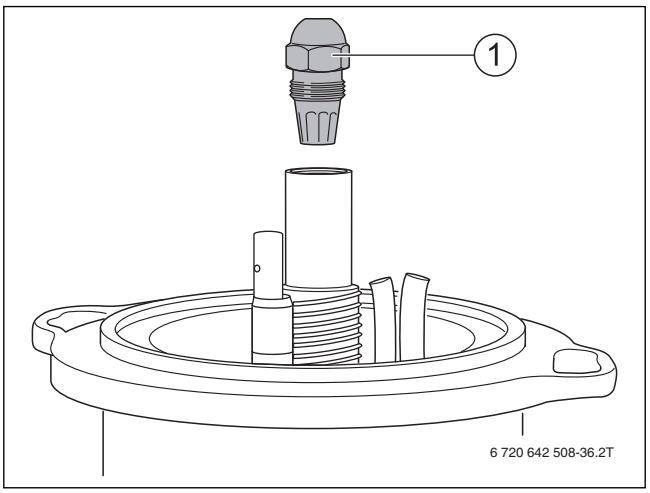

Fig. 35 Svitamento dell'ugello
▶ Svitare l'ugello (→ fig. 35, pag. 21).